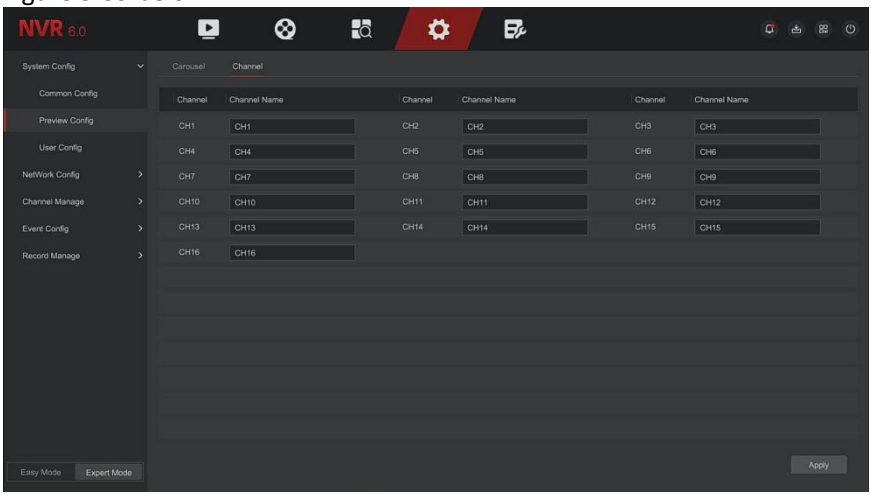

Figure 5-59
Step 1: In the main menu, click "Config → Expert Mode → System Config → Preview Config → Channel" to enter Channel interface, as shown in Figure 5-59 below.